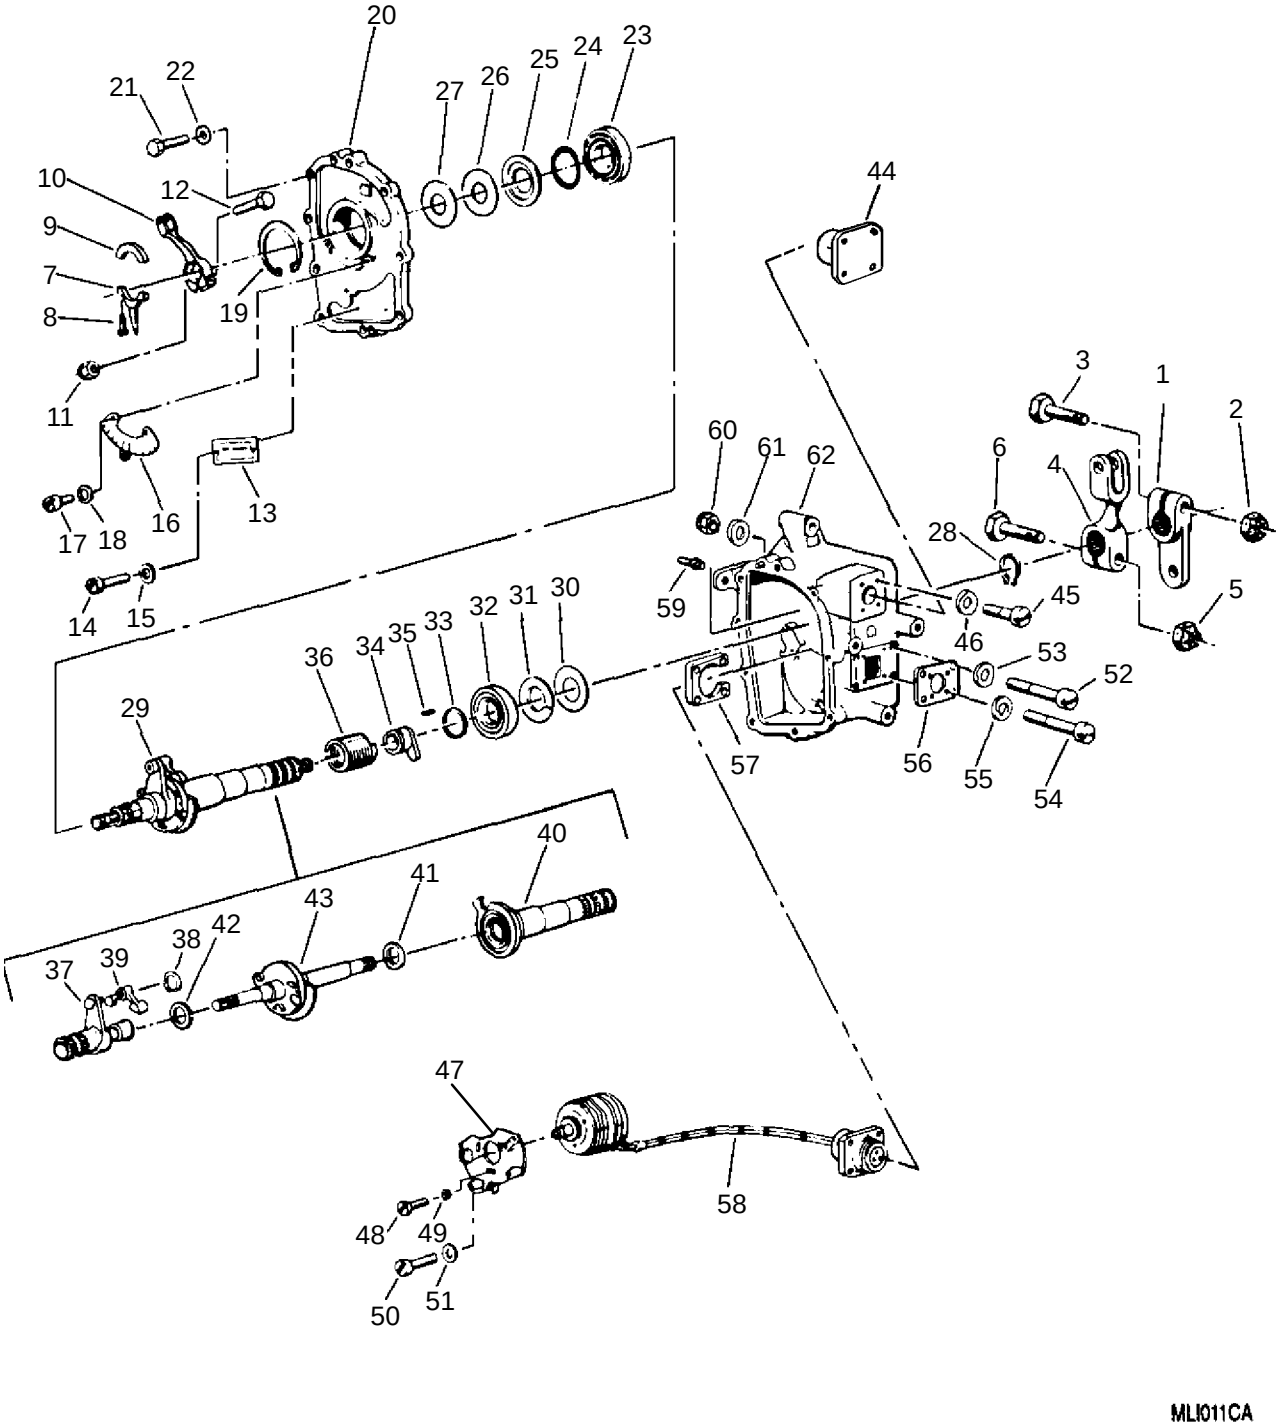

Figure 1. Coordinator Control Details (Sheet 1 of 2)
b. Remove self locking nuts (2 and 5, figure 1), bolts (3 and 6), fuel cutoff output lever (1), and condition arm (4).
c. Remove screw (8), coordinator pointer (7), and coordinator cap (9) from main shaft and gear assembly (43).
d. Remove bolt (12) and propeller setting arm (10) from propeller coordinator shaft assembly (37).
e. Remove bolts (21), washers (22), and cover assembly (20) from housing assembly (62). Remove data plate (13) and coordinator protractor (16) from cover assembly (20) as necessary.
f. Remove internal retaining ring (19), washers (25, 26, and 27), preformed packing (24), and bearing (23) from cover. Discard preformed packing.
g. Remove external retaining ring (28) from feathering shaft assembly (40).
h. Remove discriminator assembly (29), helical compression spring (36), feather control cam (34) and key (35), and shim or shims (33) from housing.
i. Install 23002214 bearing puller (figure 2) on housing. Insert puller into bearing bore and remove bearing (32, figure 1). Remove two washers (30 and 31).
j. Disassemble discriminator assembly (29) by removing the propeller coordinator shaft assembly (37), external retaining ring (38), propeller coordinator latch (39), thrust washer (42), feathering shaft assembly (40), and thrust washer (41) from coordinator main shaft and gear assembly (43).